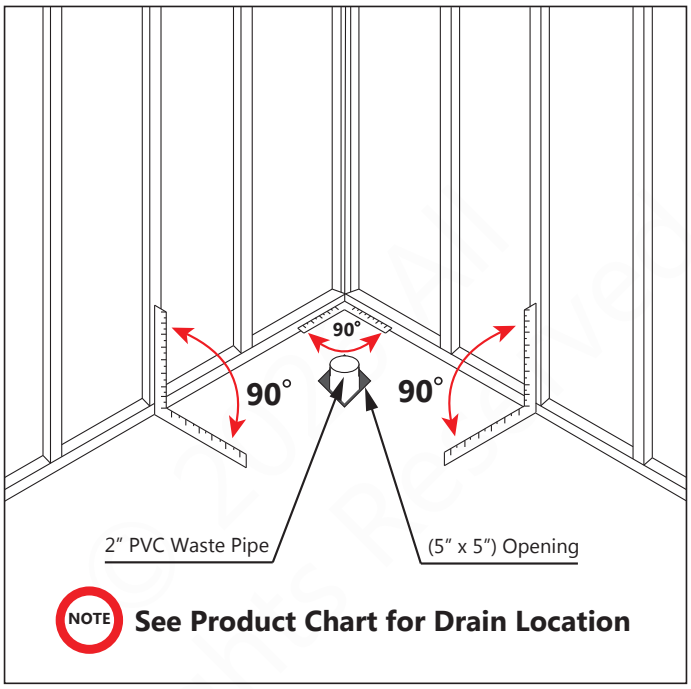
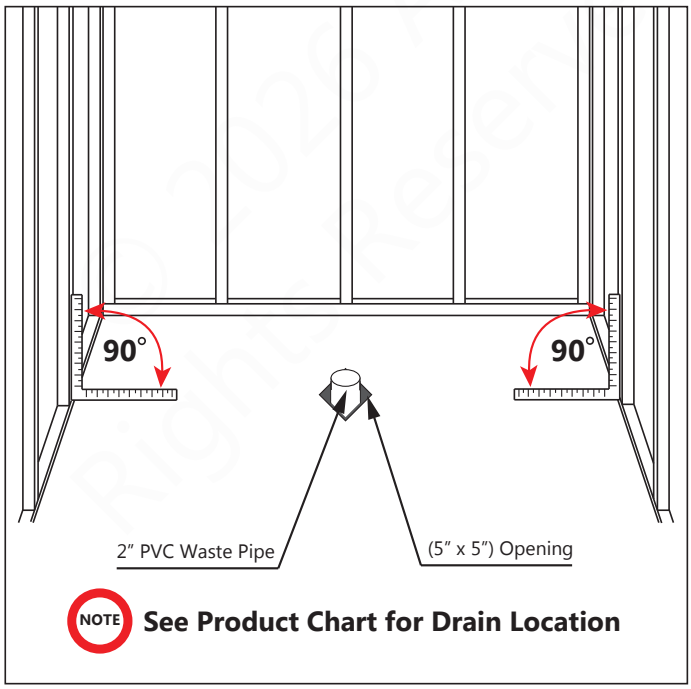

Fig 1a
Fig 1b
- Refer to the product drawings and tables in this installation manual for the drain location **(Fig 1a & Fig 1b)**